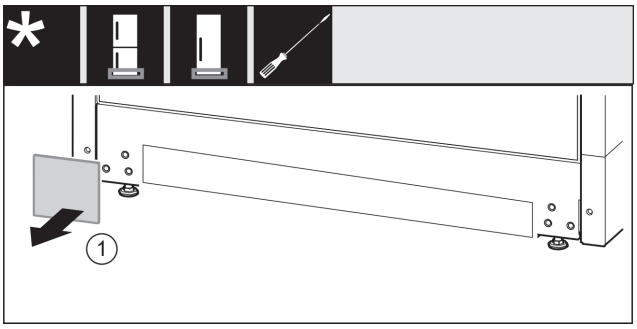

Fig. 31
- ▶ Noņemiet pārsegu *Fig. 31 (1)*.